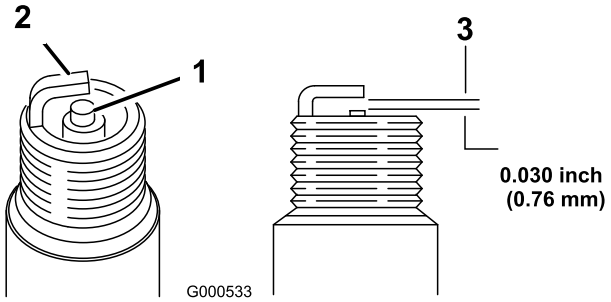

Figur 31
8. Ställ in gapet på det nya stiftet till 0,76 mm (Figur 31).